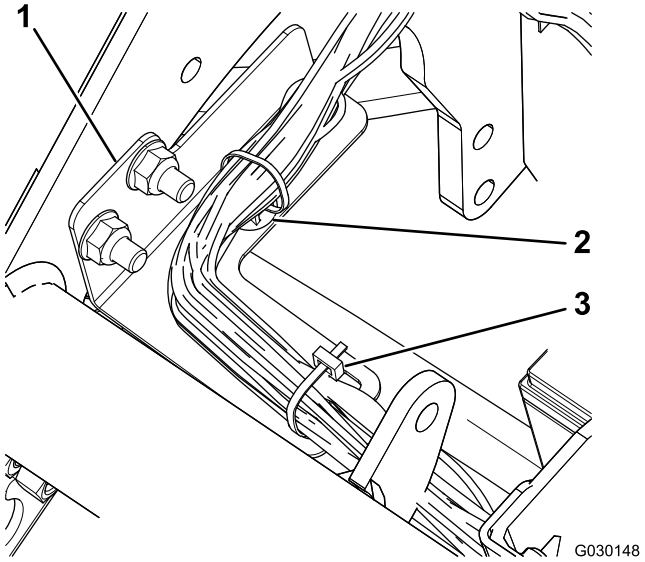

Figure 5
7. Secure the harness to the harness bracket with the push mount and a cable tie (Figure 5).